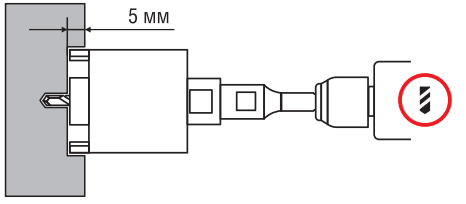

Рис. 3
6. Включите дрель на рекомендованные обороты. Направляя центровочное сверло в заранее сделанное отверстие, сделайте запил алмазной коронкой приблизительно 5 мм (рис. 3).